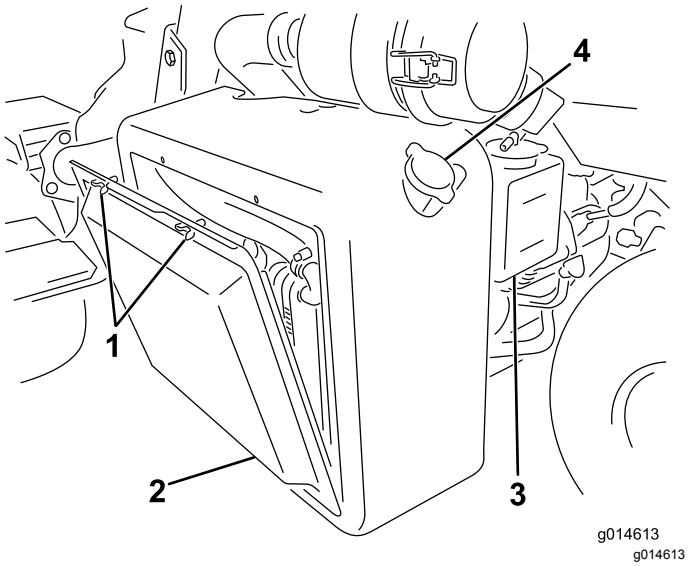
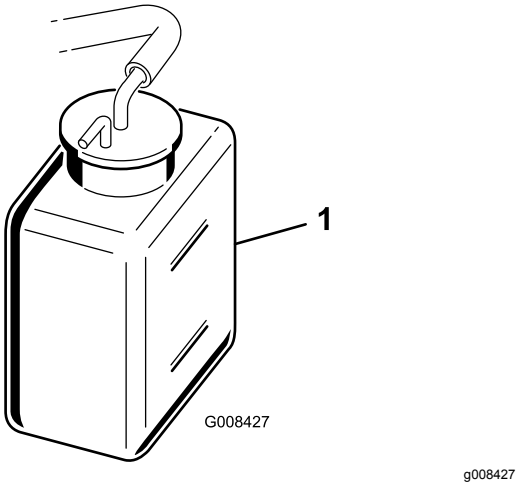

Figur 47
Figur 48
1. Afmonter kølergitteret (Figur 47).
2. Kontroller kølervæskestanden (Figur 47 og Figur 48).